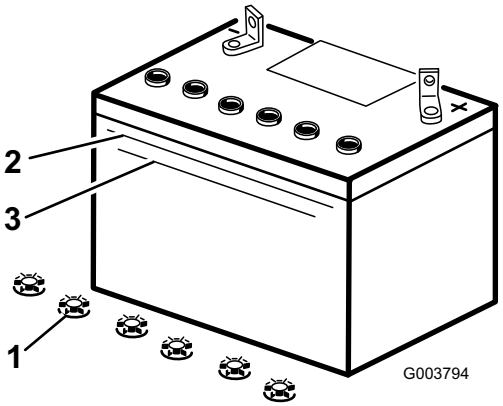

Figura 28
3. Mire hacia el lateral de la batería. El electrolito debe llegar a la línea superior (Figura 28). No permita que el electrolito esté por debajo de la línea inferior (Figura 28).
3. Retire los tapones de llenado de la batería (Figura 28).
4. Vierta lentamente agua destilada en cada célula de la batería hasta que el nivel de electrolito llegue a la línea superior (Figura 28) de la caja de la batería.
5. Espere de cinco a diez minutos después de llenar las células de la batería. Añada agua destilada, si es necesario, hasta que el nivel de electrolito llegue a la línea superior (Figura 28) de la caja de la batería.